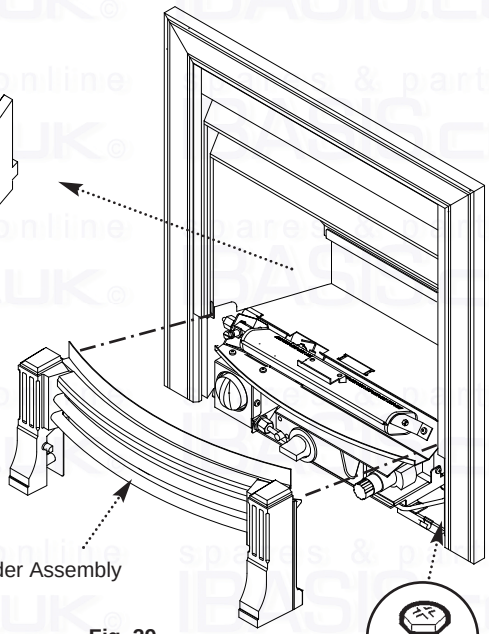

Fig. 29
5. Lift the fender assembly to disengage it from the hooks and remove it (Fig. 29).